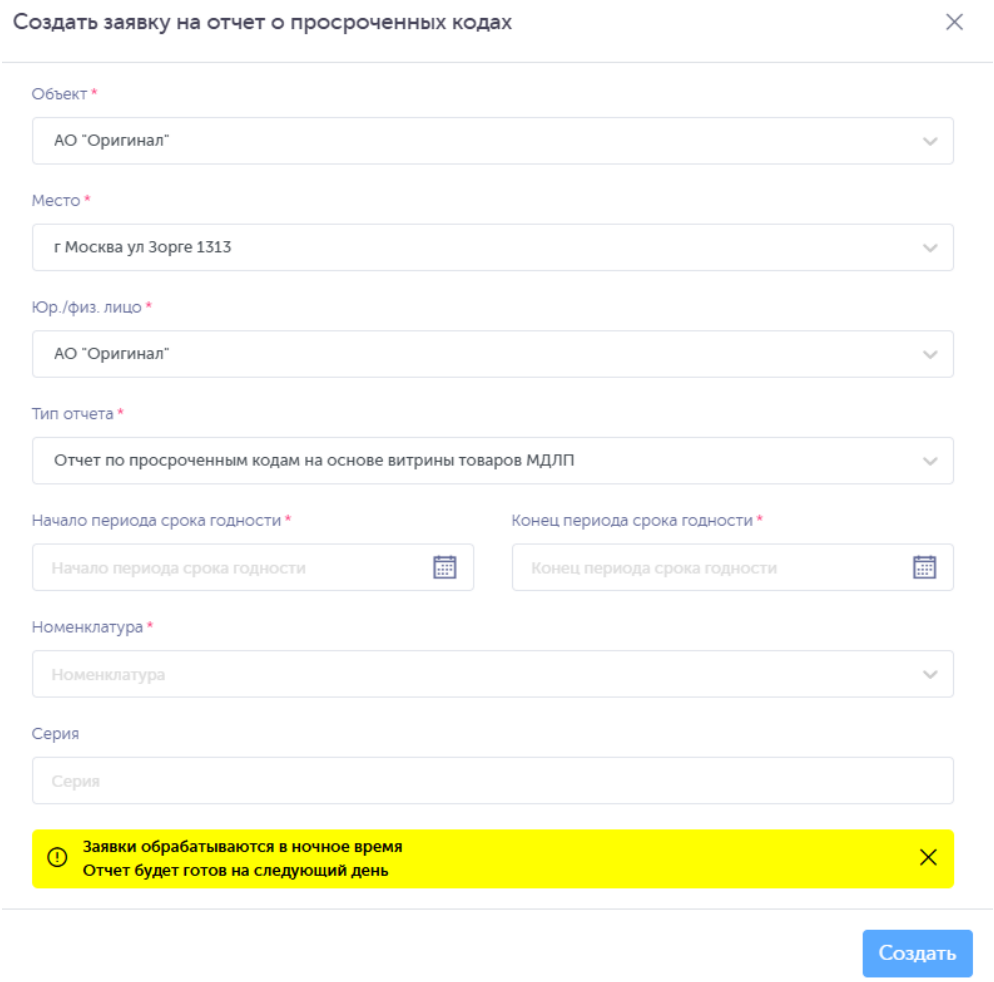

Рисунок 2-98
2) в открывшейся форме «Создать заявку на отчет о просроченных кодах» (Рисунок 2-98) заполнить соответствующие поля;